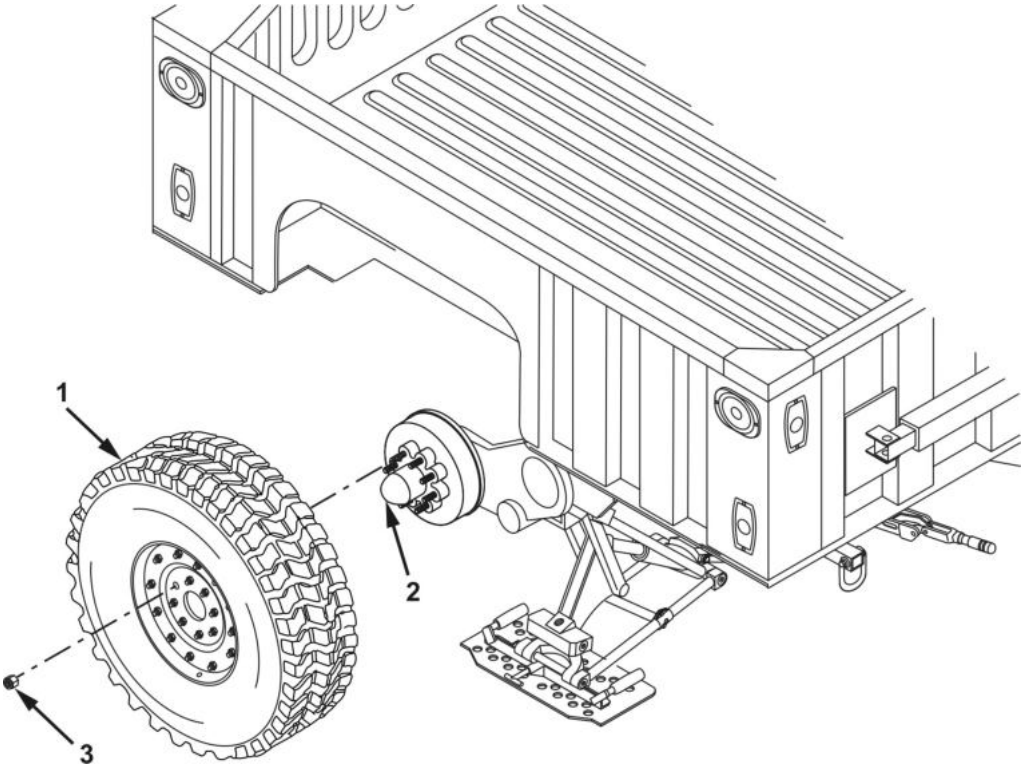

Figure 5. Wheel Assembly Removal.
8. Remove eight lug nuts (Figure 5, Item 3) and wheel assembly (Figure 5, Item 1) from hub (Figure 5, Item 2).